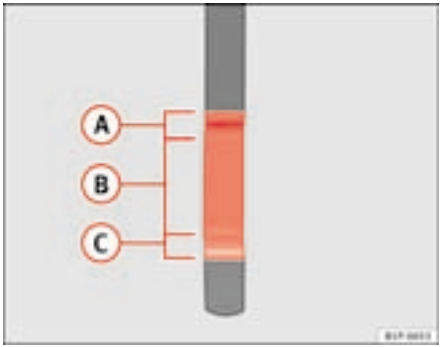

Fig. 141 Engine oil dipstick.
– Pull the dipstick out again and check the oil level ⇒ fig. 141.
If the oil level is in area ⇒ fig. 141 (A), do not top up with oil.